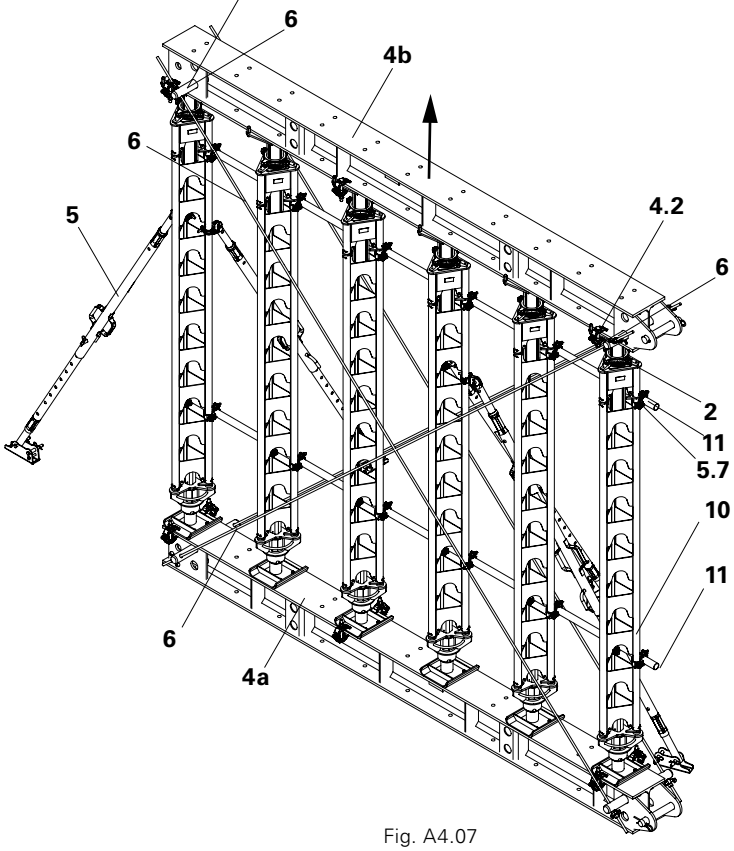

Fig. A4.07
1. Fix Push-Pull Props (5) as dismantling aids. (Fig. A4.07)